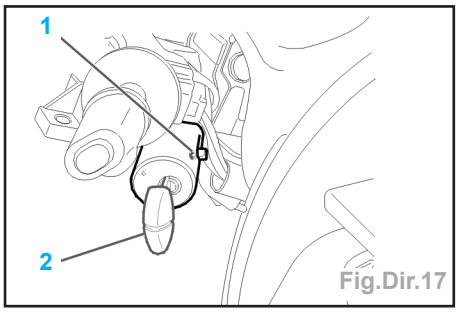

Fig.Dir.17
- Déposer : la vis de fixation (1) (Fig. Dir.17).